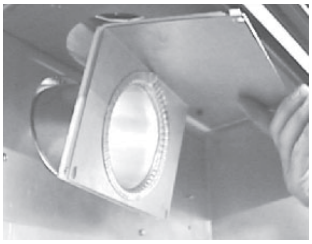

Fig. 2
F. Fixez l'assemblage et support du déflecteur à l'arrière et dans le haut de l'appareil à l'aide des quatre vis à tête 3/8" filetage vis à tête **(Fig. 2)**.